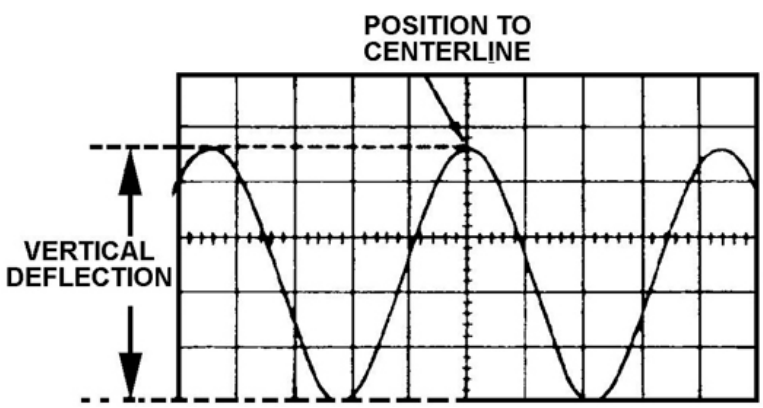

Figure 3–25. Peak-to-peak AC voltage measurements.
4. Turn the vertical and horizontal position controls so that the waveform's lower extremity coincides with the lowest horizontal graticule line and that one of the peaks is on or near the vertical centerline (fig. 3–25).